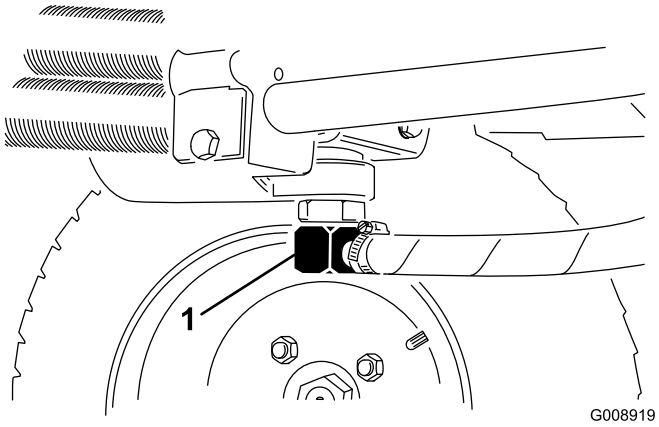
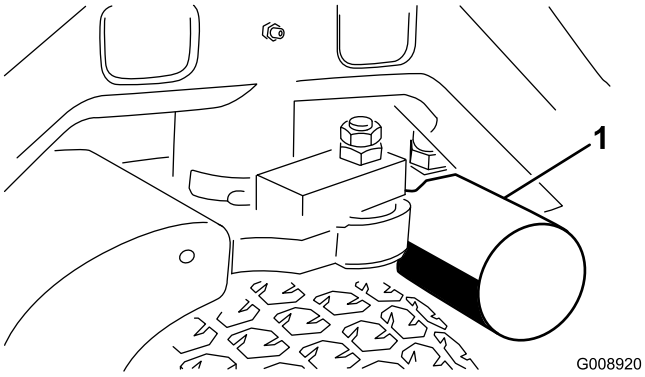

Rysunek 75
Rysunek 76
2. Odłącz przewód hydrauliczny (Rysunek 75) albo zdemontuj filtr oleju hydraulicznego (Rysunek 76) i spuść olej z układu do podstawionej wanienki.
4. Podstaw pod filtr wanienkę na olej (Rysunek 76) i odkręć filtr.